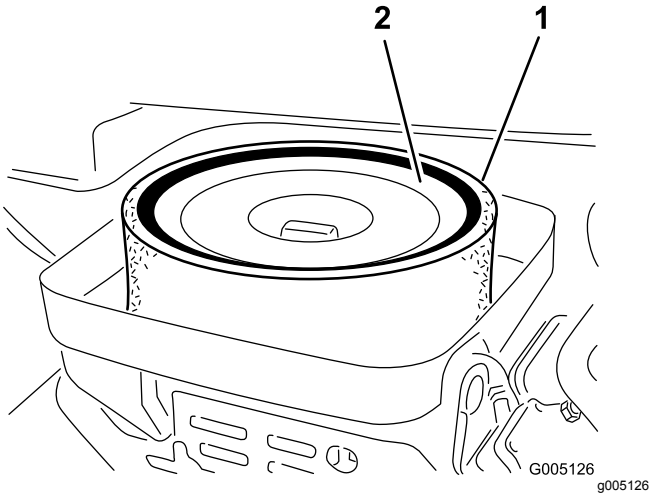

**Figur 32**
3. Ta bort vingmuttern som fäster delarna vid luftrenarhuset (Figur 32).
4. Ta bort skumgummidelen från pappersinsatsen om den är smutsig (Figur 32). Rengör den ordentligt på följande sätt: